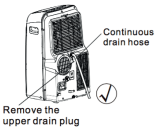

Fig.20a
-Durante los modos de deshumidificación, desprenda el tapón de drenaje superior e instale el conector de drenaje (hembra universal 5/8) con una manguera 3/4 (no incluida). Para los modelos sin conector de drenaje, simlemente instale la manguera de drenaje en el orificio. Coloque el extremo abierto de la manguera de forma directa sobre el área de drenaje. Ver la Fig.20a.
**NOTA:** Asegúrese que la manguera esté instalada de forma segura con el fin de que no hayan fugas. Coloque la manguera en dirección hacia el drenaje, asegurándose de que no esté torcida, con el fin de que el flujo del agua no se detenga. Coloque el extremo de la manguera en el drenaje y asegúrese que el extremo de la manguera esté hacia abajo para permitir que el agua corra sin problemas. (Ver Fig.20a, 20b, 21a). Nunca la levante. (Ver Fig.21b)